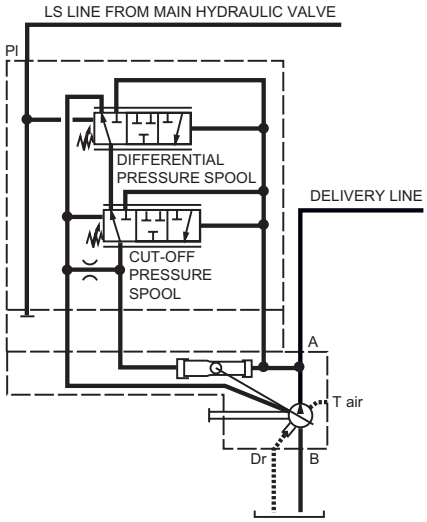

Fig. 4 - Pump Schematic - Unregulated Condition
Numbers in parentheses refer to Figures 1, 2 and 7. Refer to Figures 4 - 6 for hydraulic schematics of pump.
Unregulated Condition - Refer to Figure 4. Pump pressure is low and the load sense signal is wide open. The cut-off pressure spool spring (18 and 20) preload shifts the cut-off pressure spool (24) to its extreme right position. Since the pressure drop across the main hydraulic valve is low, both sides of the differential pressure spool (23) see the same pressure and therefore the spool (23) remains in the extreme right position. This condition causes the oil at the servo piston (61) to be vented, causing spring (70 and 71) force to move the servo piston (61) and swash plate (49) to maximum pump displacement.